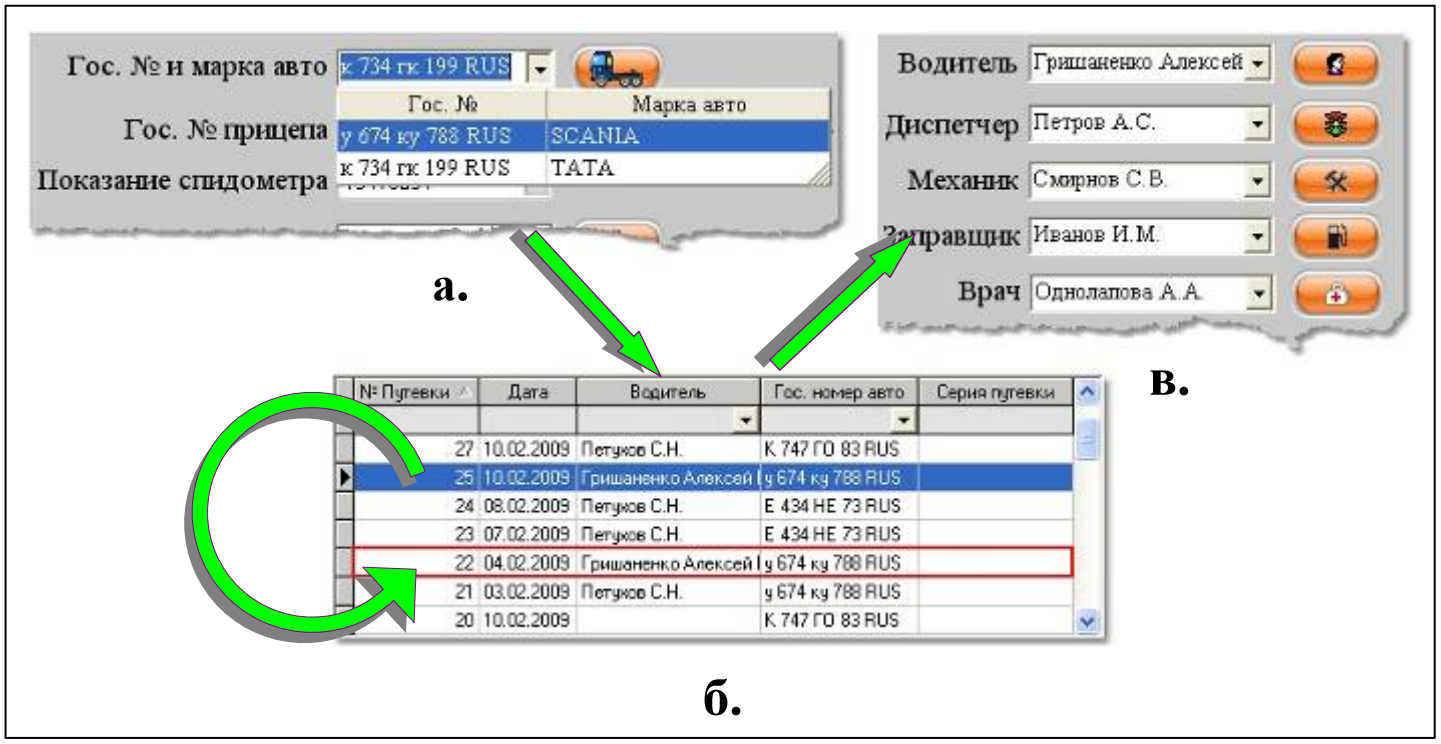

Рис. 11
- при выборе гос. номера бензовоза из выпадающего списка (рис.11а.) программа ищет ранее созданный путевой лист на автомобиль с таким же гос. номером (рис.11б.);
- если поиск успешен, то программа записывает найденные данные в поля нового путевого листа (рис.11в.).